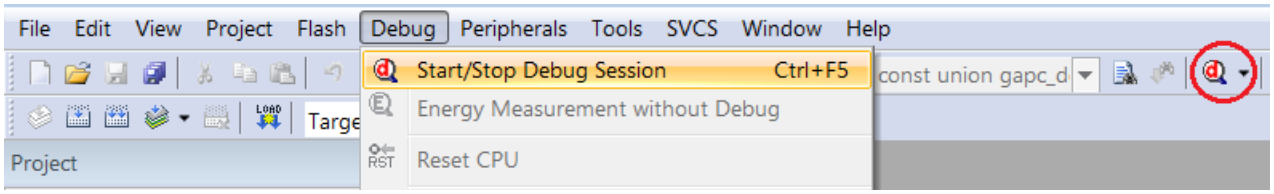

Figure 27. Start/Stop Debug Session Icon
2. Select **Debug** > **Start/Stop Debug Session** or click the icon shown in the "Start/Stop Debug Session Icon" figure (Figure 27).